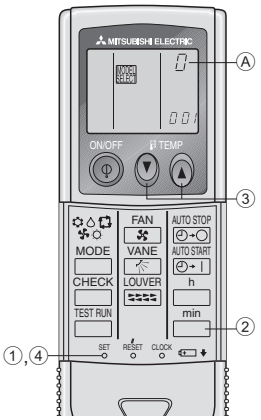

Fig. 6-7
4) Attribuer une télécommande à chaque appareil (Fig. 6-7)